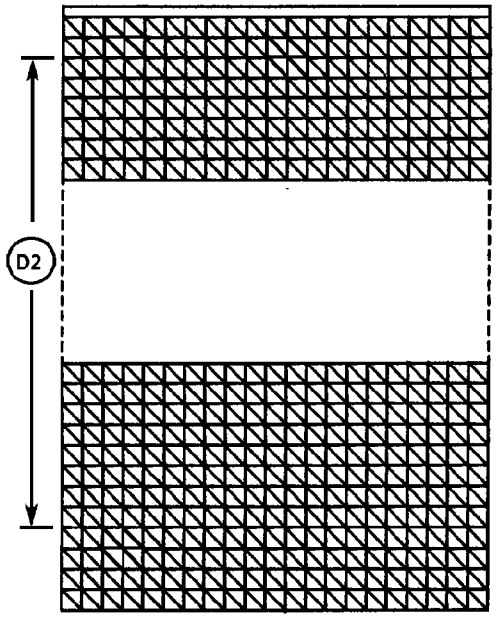

**Figure 1 Checking the Vertical Magnification**
4. (Figure 1): Check that 60 blocks in the paper feed direction measure 975 mm +/- .80 mm.